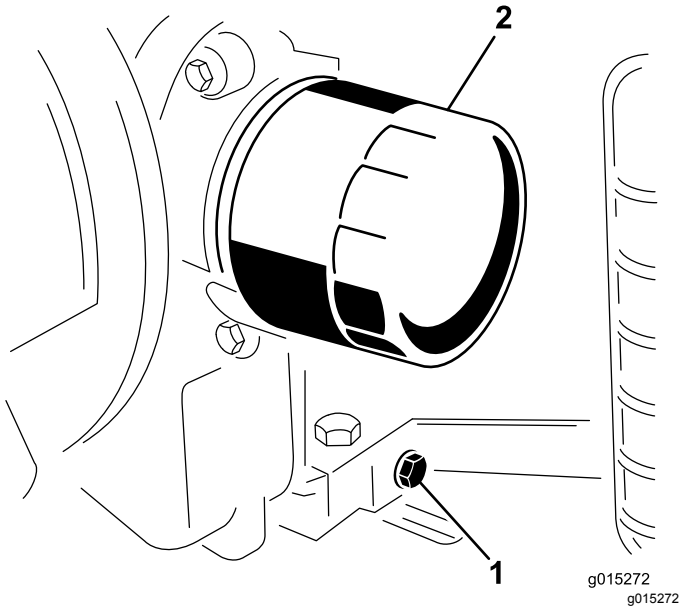

Figure 15
4. Placez un bac de vidange sous l'orifice de vidange. Enlevez le bouchon de vidange pour permettre à l'huile de s'écouler (Figure 15).